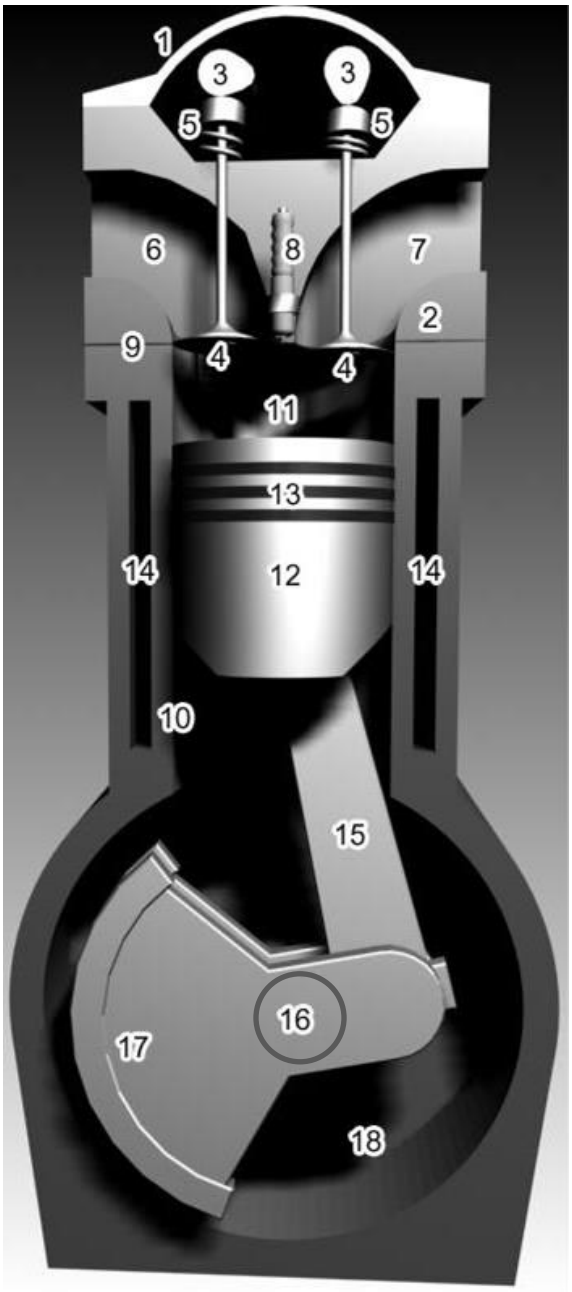

Figure 7 : moteur thermique 4 temps
3.1 Pour le moteur thermique à allumage commandé présenté en Figure 7, nommez les éléments numérotés du tableau ci-dessous.